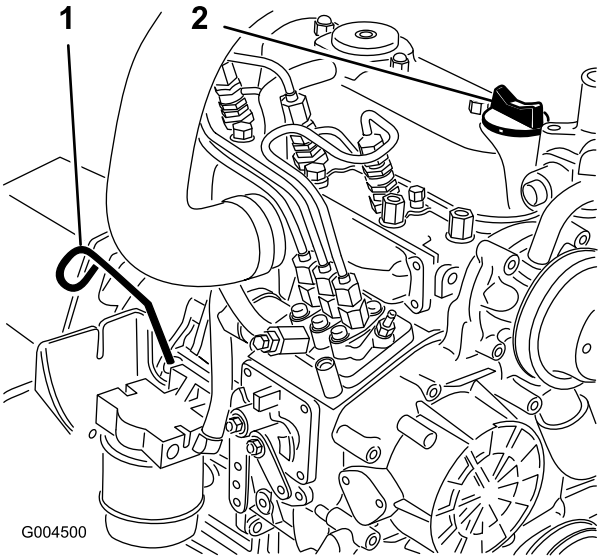

Figur 40
3. Ta ur oljestickan (Figur 40), torka den ren och sätt tillbaka den. Ta ur oljestickan och kontrollera oljenivån.
4. Om oljenivån inte når upp till markeringen Full på oljestickan (Figur 40), fyller du på olja tills nivån når upp till markeringen.